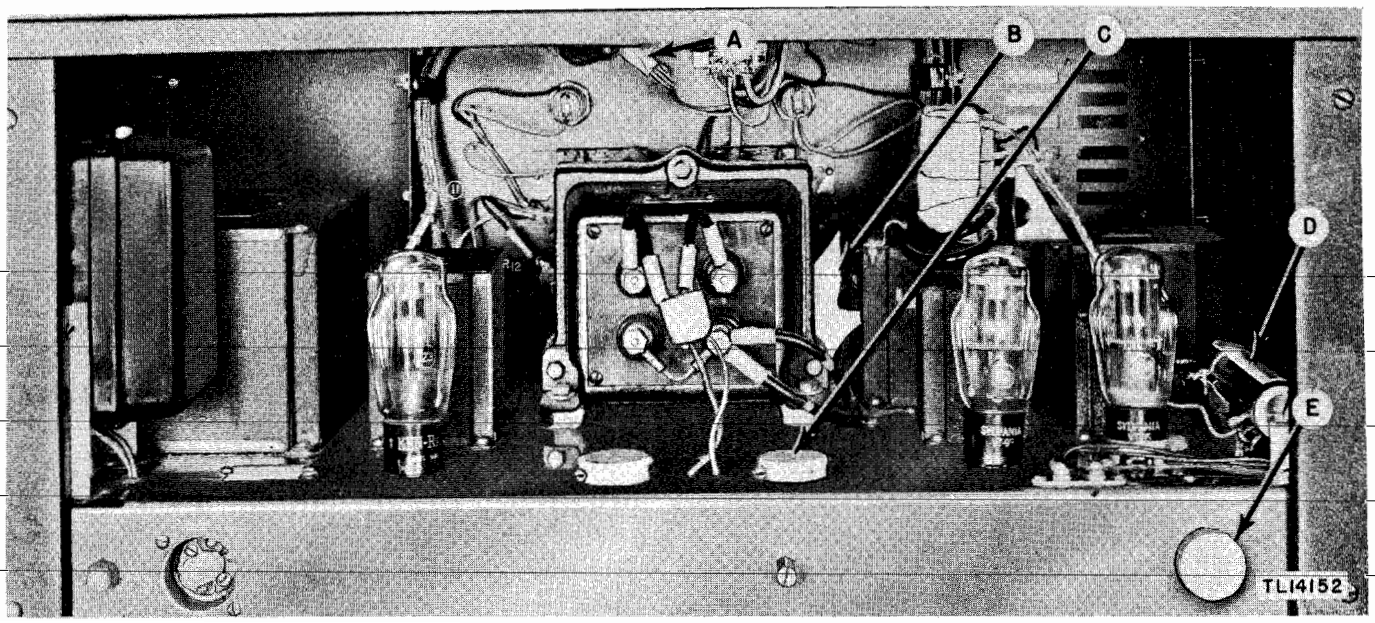

Figure 33. Radio Transmitter BC-610-E—rear interior view of chassis, showing method of masking.
(8) Contacts of push-button switch SW_{12}, item A, figure 33.
(9) Variable resistor R_{18}, item B, figure 33.
(10) Tube socket V_3, item C, figure 33.
(11) Sliding contact area of variable resistor R_{11}, item D, figure 33.
(12) Audio socket SO_5, item E, figure 33.